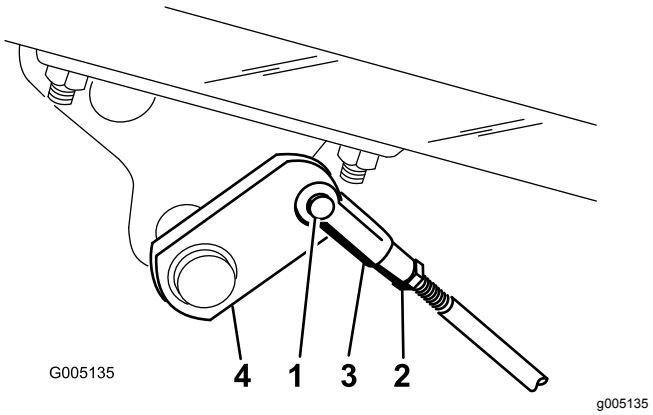

Figure 49
A. Disconnect the brake rods by removing the cotter pin and clevis pin (Figure 49).
B. Loosen the jam nut and adjust the clevis accordingly (Figure 49).
C. Assemble the clevis to the brake shaft (Figure 49).